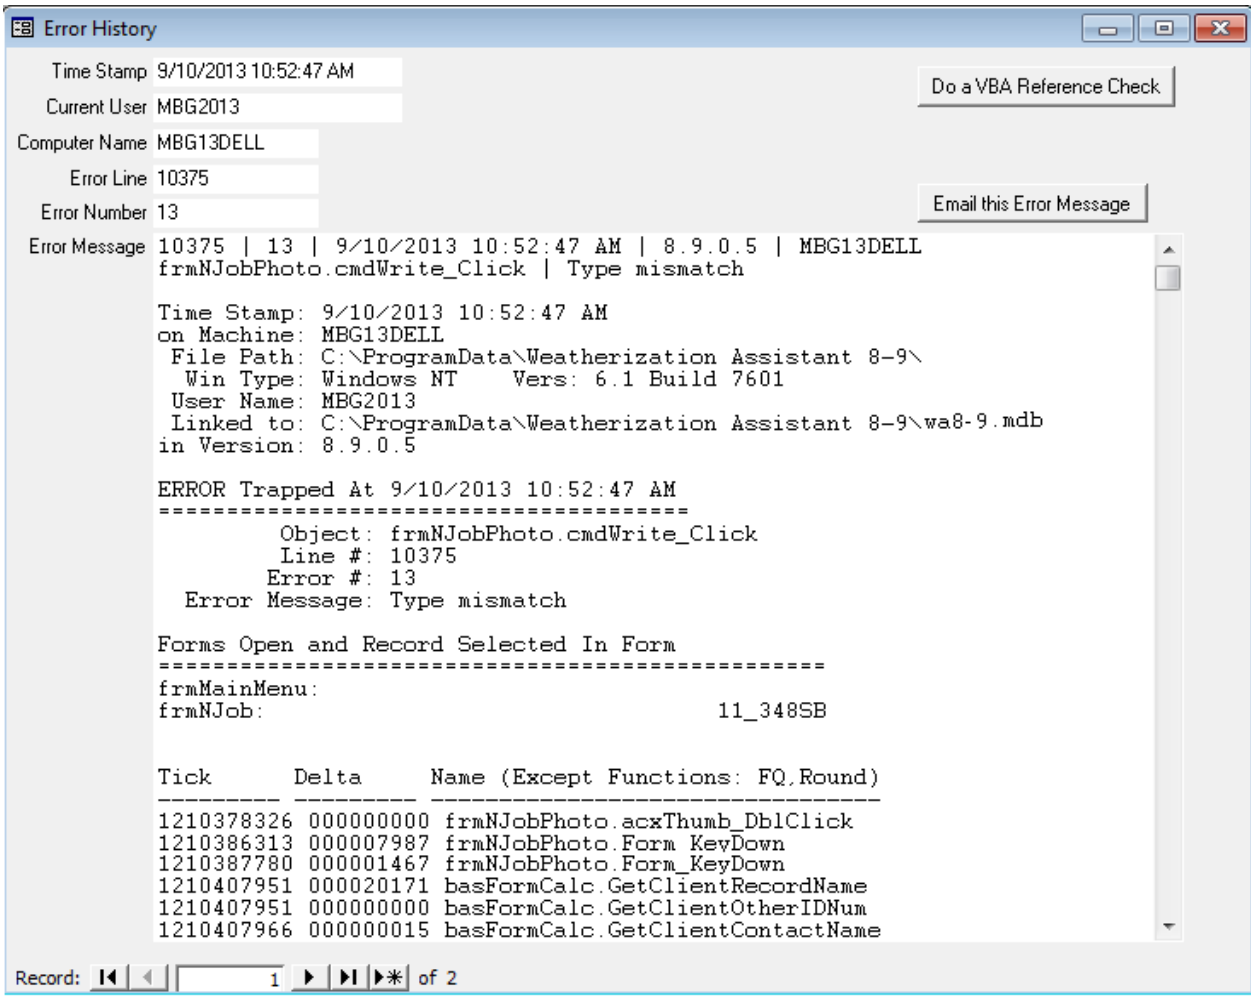

Figure 16.7. Program Error History form.
- **(5) Enable short codes for the definition and selection of measures, materials, etc.** – This feature was never fully implemented into the Weatherization Assistant. The selection here will make no difference in the operation of the program.
- **(6) Enable display of internal Access long integer record IDs** – Whenever a record (such as a client, audit, or work order) is created, Access assigns the record a random integer ID number unique to the record. This ID number will not change, even if you change the other information related to the record or export the record to another computer. Under normal operation of the program, this Access ID number is of little use. Thus, the default mode is to not have them displayed. However, they can be used to uniquely identify a record, regardless of its location. Program analysts who may use other Microsoft products to debug or otherwise analyze the execution of the program with relation to a particular record may require the ID. Whenever a record is copied, the new record is given a different, unique, integer record ID.
- **(7) Enable the logging of program errors** – Although many possible conditions that would cause the Weatherization Assistant to not function properly have been anticipated and addressed by provided warnings or messages to the user, some likely remain unaddressed. Under such circumstances the user will receive an Access or System error message, which the user is not expected to understand. If this feature is turned on, these "un-handled" errors will be logged giving more detailed information regarding the condition of the program at the time the error occurred (see Figure 16.7). This information, together with the user's description of what operation was being